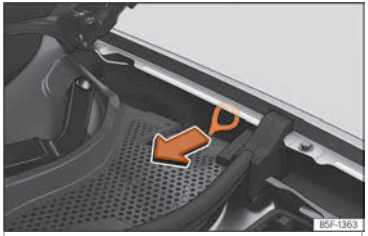

Fig. 213 Entre l'aileron gauche et la charnière du capot du moteur : Poignée de déverrouillage manuel d'urgence du connecteur de charge.
La poignée de déverrouillage manuel d'urgence est située sur le côté gauche de l'habitacle avant, au-dessus de la prise de charge ››› fig. 213.
- Tirez sur la poignée ››› fig. 213.